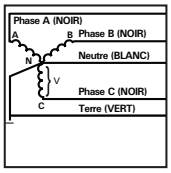

**Figure 2**
- C = 120/208 V, 3Ø, 4F (Fig 2)
- E = 277/480 V, 3Ø, 4F (Fig 2)
- K = 380/220 V, 3Ø, 4F (Fig 2)
- L = 600/347 V, 3Ø, 4F (Fig 2)
- S = 400/230 V, 3Ø, 4F (Fig 2)
C = 120/208 V, 3Ø, 4F (Fig 2)
E = 277/480 V, 3Ø, 4F (Fig 2)
K = 380/220 V, 3Ø, 4F (Fig 2)
L = 600/347 V, 3Ø, 4F (Fig 2)
S = 400/230 V, 3Ø, 4F (Fig 2)